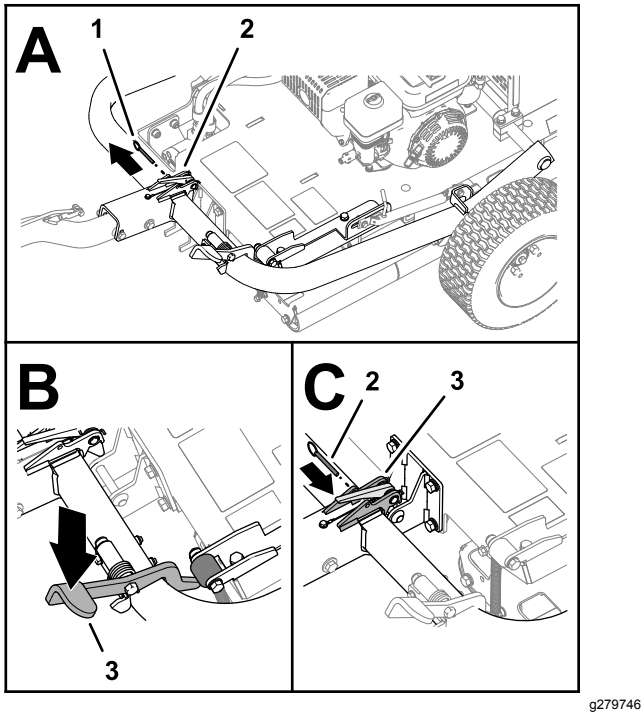

Figure 8
6. Si elle est présente, retirez la goupille de verrouillage du verrou (Figure 8).
7. Appuyez sur la pédale d'attelage jusqu'à ce que l'attelage se verrouille en place (Figure 8).
8. Insérez la goupille de verrouillage dans les trous du verrou (Figure 8).